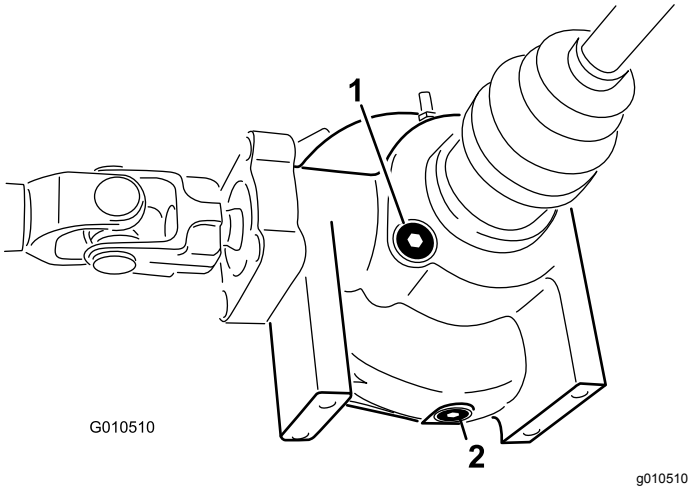

图43
4. 清洁差速器侧面加油/检查塞周围的区域图43。
4. 清洁差速器侧面排油塞周围的区域图43。